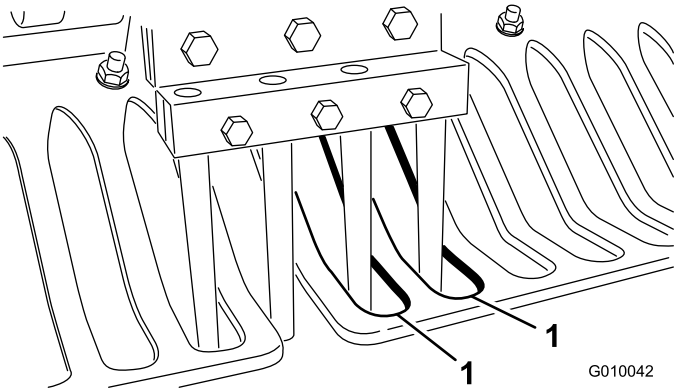

Figur 27
6. Kontrollera att luftarpinnarna hamnar i mitten av mellanrummen i gräsmatteskydden (Figur 27). Justera gräsmatteskydden efter behov och dra åt muttrarna.